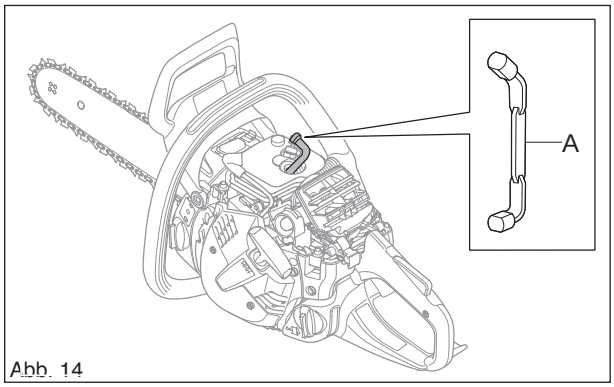

Abb. 14
Zündkappe lösen und die Zündkerze entfernen, Kolbenstopp Nr. 502 54 15-01 (A) anbringen. (Siehe Abb. 14.)